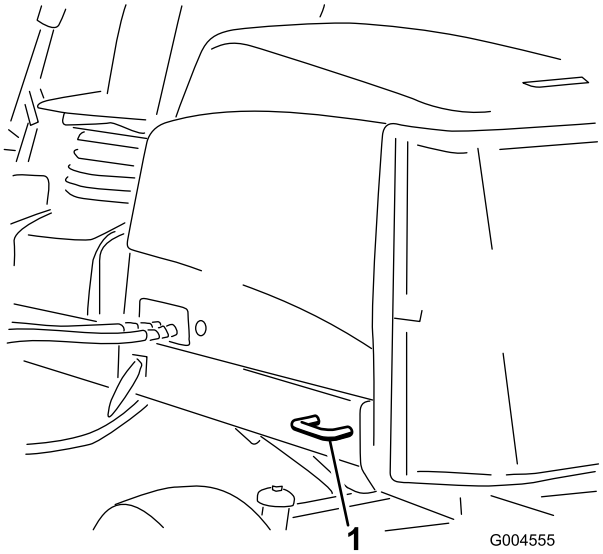

Rysunek 45
- Z tyłu – z każdej strony maszyny na tylnej ramie (Rysunek 45).